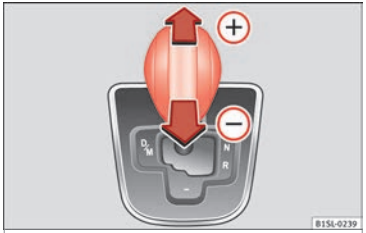

Fig. 149 Lever in the Tiptronic position
- Press the lever forwards ⊕ or backwards ⊖ to move up or down a gear »» **Fig. 149**.